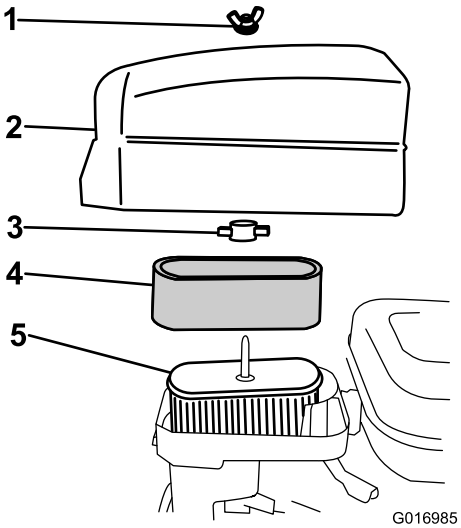

**Figuur 26**
4. Als het schuimelement vuil is, moet u dit verwijderen van het papierelement (Figuur 26) en grondig reinigen.